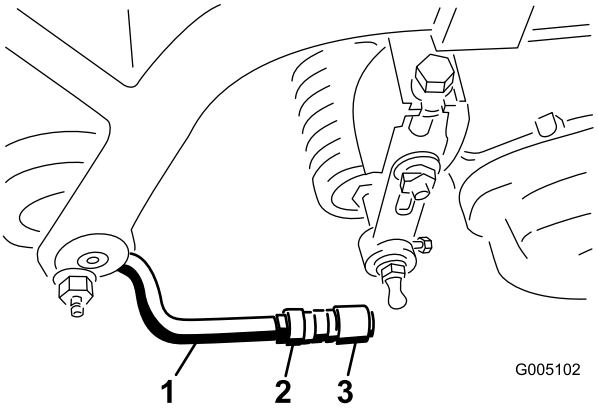

Figuur 9
6. Plaats de moffen in de kogelverbindingen met de open kant van de moffen gecentreerd t.o.v. de halvekogeltap. Draai de contramoeren vast om de moffen op hun plaats te houden (Figuur 9).